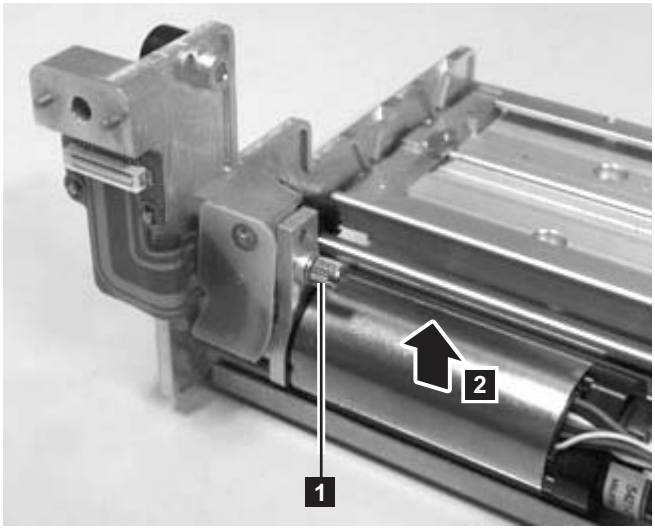

Figure 7-67. Y motor thumb screw
9. Loosen the thumb screw (**1** in Figure 7-67).
10. Tilt the Y Motor to the left and remove from the Y-axis/Picker Assembly (**2** in Figure 7-67).